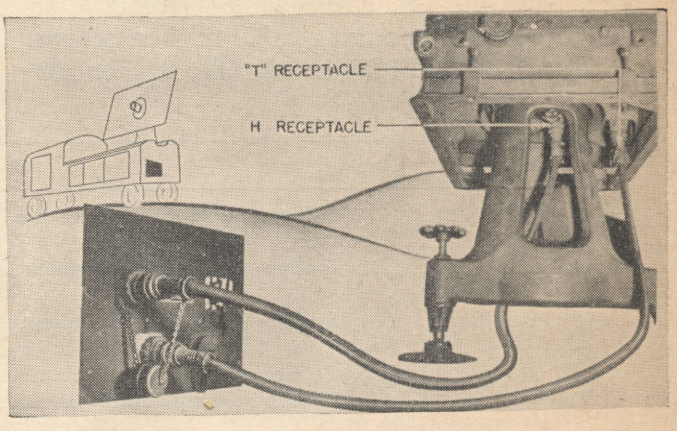

Figure 117. Cabling with Directors M–4 and M–7.
b. EXTERNAL DATA CABLING. (1) *With Director M-4 or M-7.* When using Radio Set SCR–545–A with Director M-4 or M-7, two data cables are used (fig. 117). Both of these are 20-conductor cables with 19-terminal plugs and are furnished and carried with the director. One connects the A (black) receptacle on the DATA JUNCTION BOX of Radio Set SCR–545–A with the H receptacle on the bottom of the director. The other connects the B (white) receptacle on the DATA JUNCTION BOX with the T receptacle on the bottom of the director. With these two cables in place, the director must be operated with the toggle switch on the base of the director in the T position. For this connection, the DATA SELECTOR switch on the DATA JUNCTION BOX should be in the M-4, M-7, T-20 position and the toggle switch should be in the *remote* position.